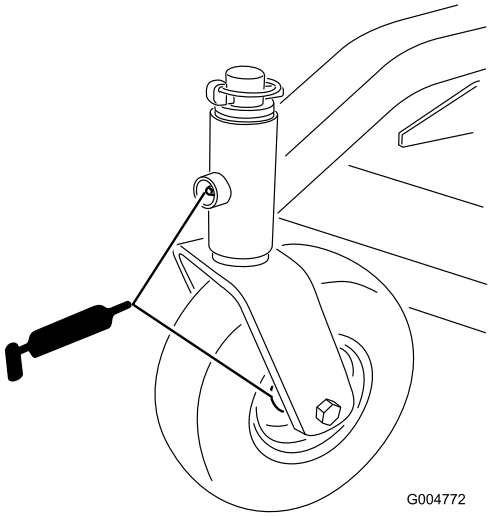

Figur 15
- Forreste styrehjuls spindelbøsninger (Figur 15)
- Forreste og bageste styrehjuls lejer (Figur 15)